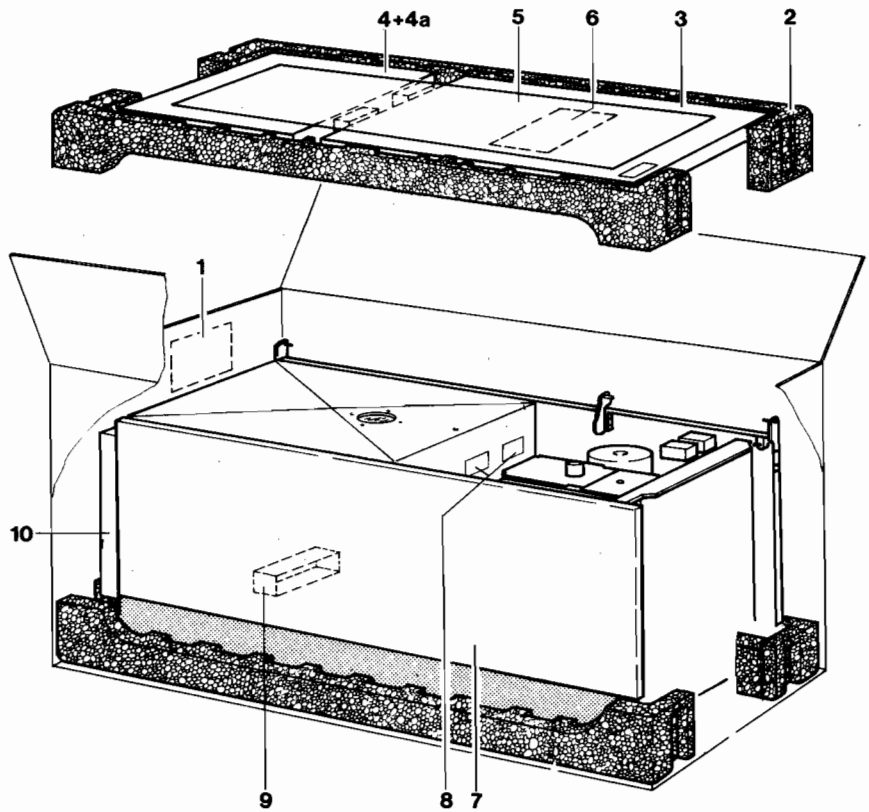
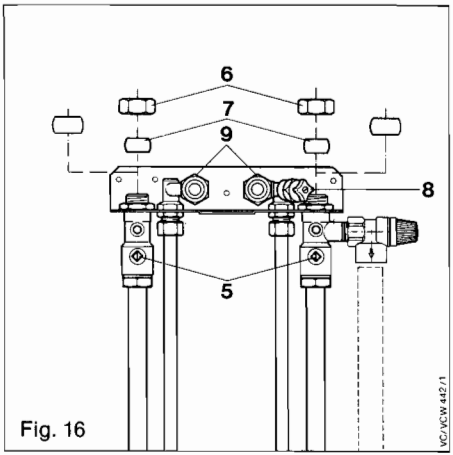
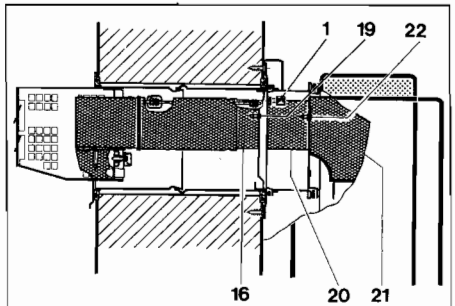
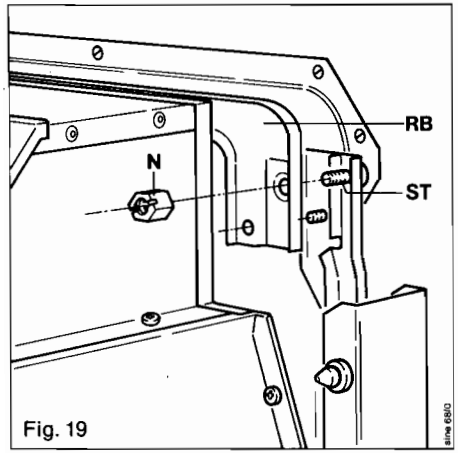

Fig. 11
Fig. 16
Fig. 18
Fig. 19
the cased boiler (item 1, Fig 11).
The flue duct connection piece is stored on the rear of the appliance with tape for transportation purposes (see 9, Fig. 11). This component is essential for the correct functioning of the appliance. Fit this flue duct connection piece (20, Fig. 18) onto the telescopic duct of the wall assembly (16, Fig. 18) using the two captive screws. Slide the telescopic wall flue duct in such that it does not protrude more than 50 mm from the wall face.
Remove the two nuts and bolts securing the reinforcing bracket to the appliance frame. (See Fig. 19). Remove the two brass M 8 nuts from the wall from the fixing bolts (1, Fig. 18). Mount the appliance by inserting the pipes into the connection group and hang the appliance on the fixing bolts (ST, Fig. 19). Support the appliance whilst replacing the reinforcing bracket (RB, Fig. 19) over the fixing bolts. Secure appliance and reinforcing bracket with the brass M8 nuts. (N, Fig. 19). Loosen the back nuts securing the domestic hot and cold connection fittings on the connection group support bracket to permit movement. Align domestic hot and cold water connections to the appliance, fit sealing washers and tighten union nuts (9, Fig. 16). Retighten back nuts. Complete final 15 mm pipe connections to the connection group if not already carried out in section 9.1. Remove tape and tighten union nuts (6, Fig. 16).
— Locate the flue duct connecting piece onto the flue hood spigot (20 and 21, Fig. 18) and secure using the captive screws on each side of the flue hood (22, Fig. 18). Take care to ensure that the connecting piece is located squarely over the flue hood spigot.